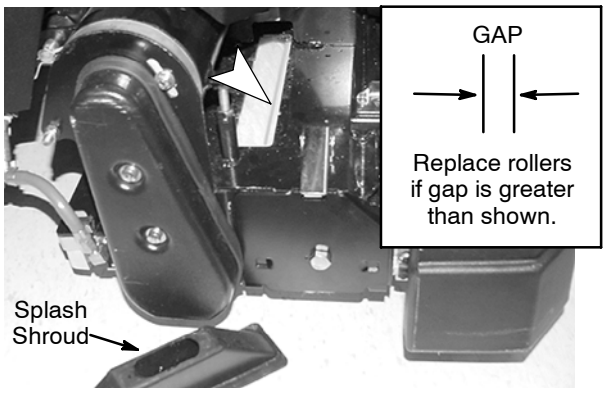

FIG. 27
4. ReadySpace Cleaning: Remove the splash shroud and inspect the rollers for wear. If the gap between the two rollers is greater than 4mm (5/32”) replace the rollers (Figure 27). Always replace rollers as a set.